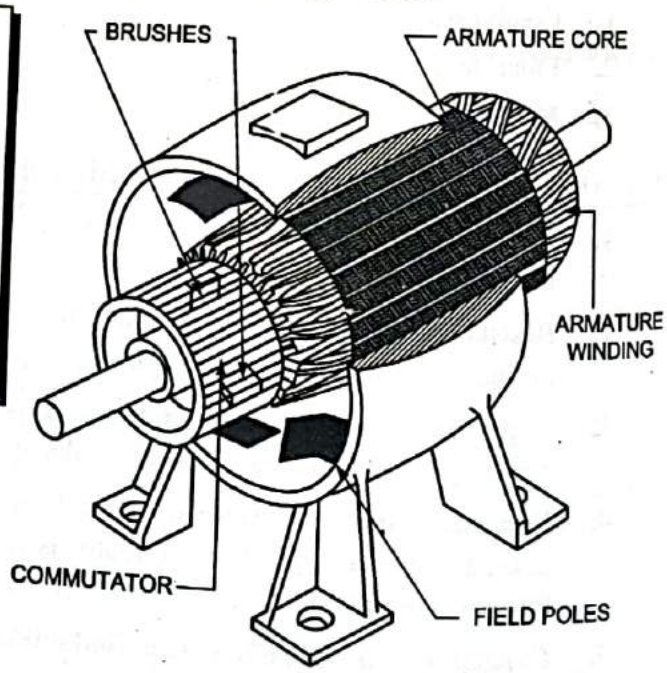

**FIG. 4.28.2**
- A D.C. machine consists of the following essential parts as shown in Fig. 4.28.2.